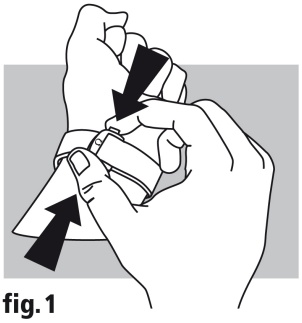

**fig. 1**
**Ouverture (fig. 1) :** pour ouvrir votre fermoir, il suffit d'appuyer sur les 2 poussoirs situés de part et d'autre de la boucle OMEGA et de tirer vers le haut.